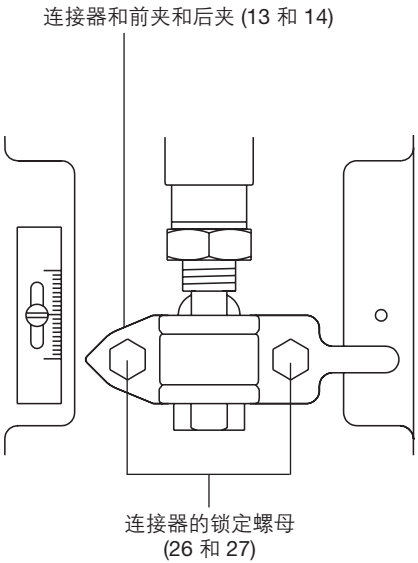

图4
- 给执行器供气，使执行器的主轴提升到一半开度（图4）。将执行器的轭穿过阀门主轴放置在阀帽上。用手拧上安装螺母。
- 释放控制信号压力，如图4所示将适配器的前夹和后夹（13和14）安装在适配器上。
- 松开并取下夹紧螺母和螺栓（图4，26和27)，取下阀门适配器（11）